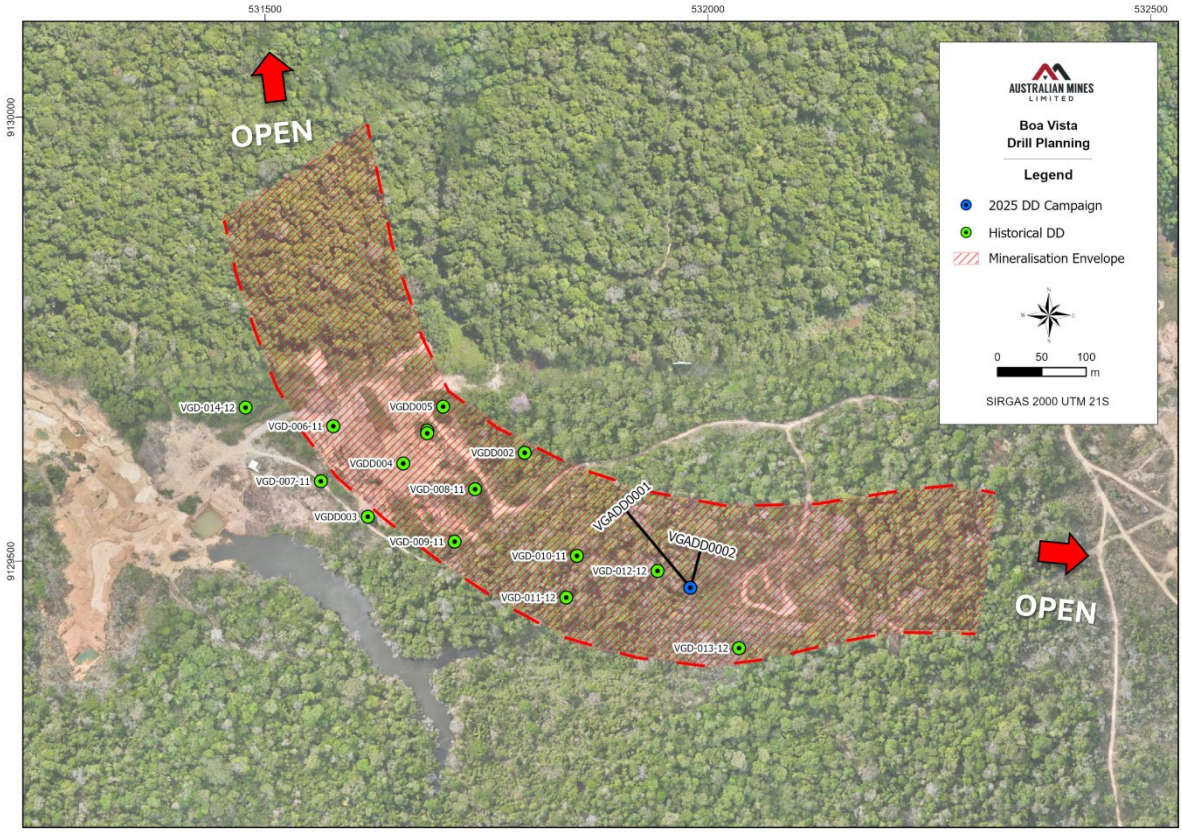

Figure 1: Historical and newly completed drillholes, showing the Interpreted Mineralised Envelope
- Visible gold observed (qualitative): Localised occurrences of **visible gold** were noted within quartz veining (Figure 1 and Table 1).
The first diamond hole (VGADD0001, see Figure 1) was drilled on an azimuth oblique to the strike of the Interpreted Mineralised Envelope[3] ("IME") to test for cross-cutting (oblique) structures that may localise higher grades. The IME was intersected at approximately 100 m downhole, consistent with the Company's model. Drilling was terminated at ~260 m end-of-hole (EOH), short of the interpreted footwall contact, and the IME therefore remains open below this pierce point. Core from the IME interval shows pervasive haematite alteration with associated quartz veining and stringers, consistent with textures in historical core that Australian Mines re-logged and re-examined in 2025 and together with historical assay data defined the IME. Visible gold was observed over a 30 cm interval starting at 109.2 m downhole, near the contact between the hanging wall and the IME (see Figure 2 and Cautionary Note A)
The second hole (VGADD0002, see Figure 1), drilled approximately orthogonal to the IME trend, intersected the IME as predicted at ~120 m downhole. Several specks of visible gold (See Figure 3 Cautionary Note A) were logged over a ~20 cm interval associated with quartz veining near the contact between the hanging-wall granodiorite and the IME The hole traversed the IME and intercepted the footwall syenogranite at ~250 m, terminating at 256 m.